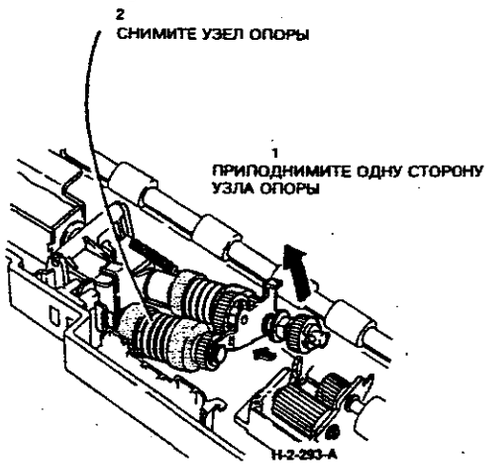

**Рисунок 2. Снятие узла опоры**
3. (Рисунок 2) Снимите узел опоры.